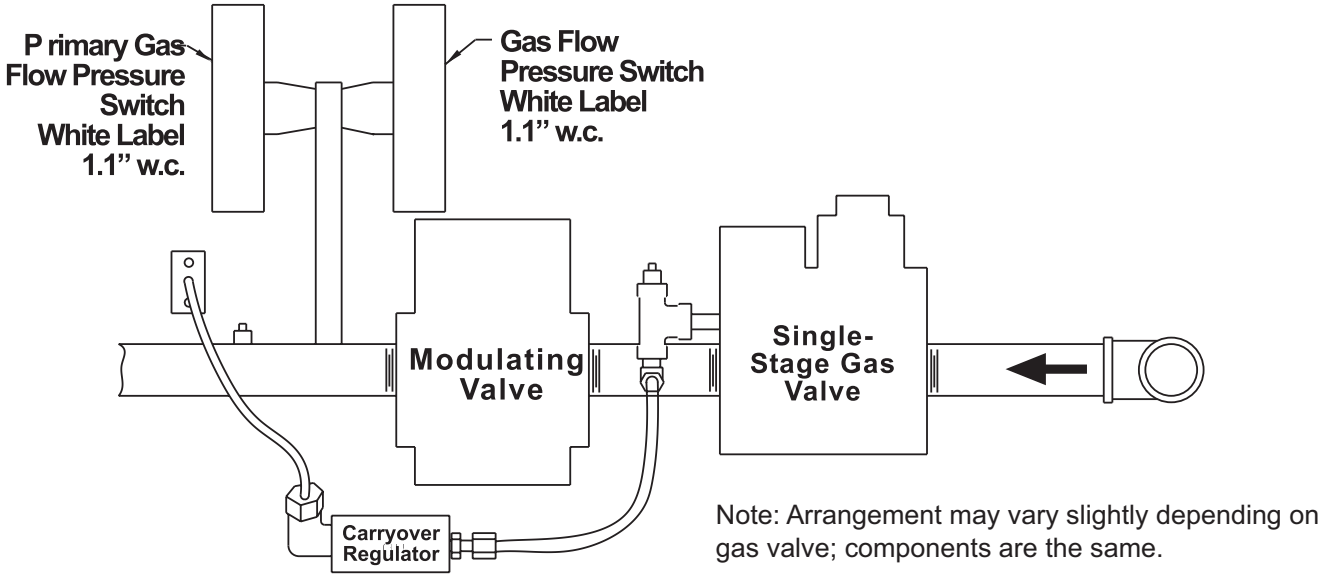

Figure 18. Typical Manifold Arrangement with Electronic Modulation
- **Electronic modulation between 25% and 100% firing rate (options AG39 and AG41):** The furnace closest to the blower is equipped with the electronic modulation option. The other furnace(s) have two-stage burner control from outside air temperature sensors identified as heat stage controllers. Option AG41 provides 6:1 turndown with two furnaces and 8:1 turndown with three furnaces. The gas supply (refer to pressure requirements in **Table 16**) connects to the single-stage gas valve. To compensate for additional pressure loss through the modulating valve, the single-stage gas valve has a custom outlet pressure setting higher than when it is used on a standard gas manifold. The pilot tubing connects to the pilot port on the single-stage gas valve. The furnace will ignite at any input rate in the available range and will maintain average thermal efficiencies equal to or greater than the thermal efficiency at full fire. The gas train (see **Figure 18**) includes a single-stage gas valve, a modulating valve, and two gas pressure switches. The burner rack is equipped with one flash carryover and a regulated gas lighter tube system. The carryover lighter tube receives its gas supply through the regulator simultaneously with the gas to the burner. Control of the system is through a Maxitrol amplifier (see **Figure 17**) with a corresponding remote temperature dial. When the valve receives a call for heat from the amplifier and pilot is established, gas flow from the single-stage valve goes to both the modulating valve and the regulated lighter tube system. When the signal from the amplifier to the modulating valve requires less-than-high fire operation, the modulating valve functions to lessen the gas flow to the burner to reduce the input rate to that which is necessary to maintain the desired temperature. When the input rate is reduced enough to decrease the gas pressure to 1.1 IN WC, the primary gas pressure switch in the manifold activates the gear motor that controls the bypass damper in the venter/combustion air system. The bypass damper opens to divert some of the incoming air directly into the flue duct to reduce air flow through the burner. Safety switches monitor the position of the bypass damper. When the gas pressure rises to >1.1 IN WC, the bypass damper closes. Although the sensor has a mixing tube, at this distance from the discharge it does not receive a true mix, so the temperature read by the sensor will be slightly higher than the actual air entering the ductwork. The system will provide comfort level heat if the selector is set slightly lower to compensate for this reading. The offset temperature will vary with the application. If a direct correlation of these two temperatures is required, move the duct sensor to a location in the ductwork about 10–12 feet (3–3.7 meters) from the furnace discharge. This uniquely-designed modulation system requires combustion air pressure settings different from the standard system. Refer to **Table 14** for the approximate combustion air proving switch settings at sea-level operation. Refer to **Table 16** for pressure requirements. Refer to the **Troubleshooting Bypass Combustion Air Damper Safety Circuit on Units with Option AG39, AG40, AG41, or AG42** section for troubleshooting.